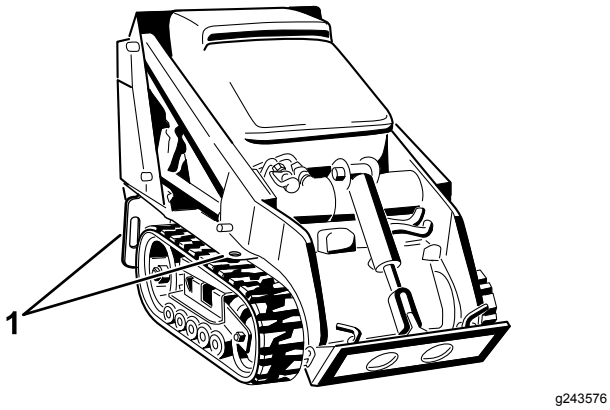

**Figure 21**
8. Use the metal tie-down loops on the machine to securely fasten the machine to the trailer or truck with straps, chains, cable, or ropes (Figure 21). Refer to local regulations for tie-down requirements.
You can lift the machine using the tie-down/lift loops as lift points; refer to Figure 21.